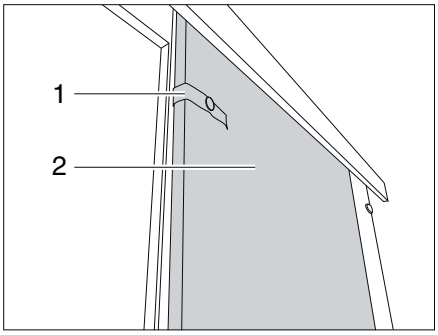

Fig. 75 Sliding door
- Release the securing strap (Fig. 75,1).
- Pull the sliding door (Fig. 75,2) into the closing position.
- Push the sliding door (Fig. 75,2) into the open position.
- Secure the sliding door with the securing strap (Fig. 75,1).